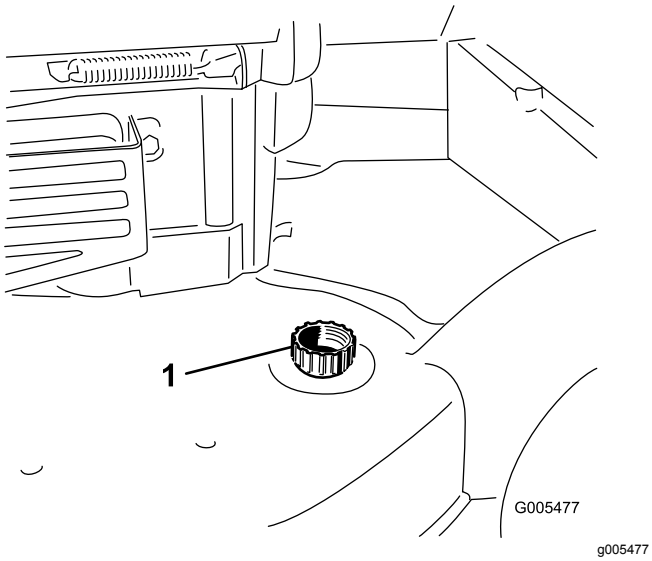

Figur 45
3. Anslut en trädgårdsslang, som är ansluten till en vattenkälla, till tvättanslutningen (Figur 45).